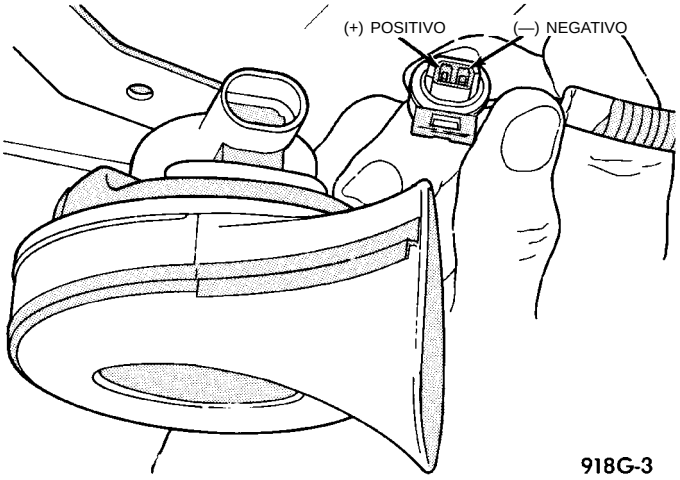

Fig. 3 Claxon y conector
(1) Desconecte el conector de cable del claxon.
(2) Con un voltímetro, conecte un cable al terminal de masa y el otro cable al terminal del cable positivo (Fig. 3).
(3) Al pulsar el conmutador del claxon, tiene que haber voltaje de la batería.